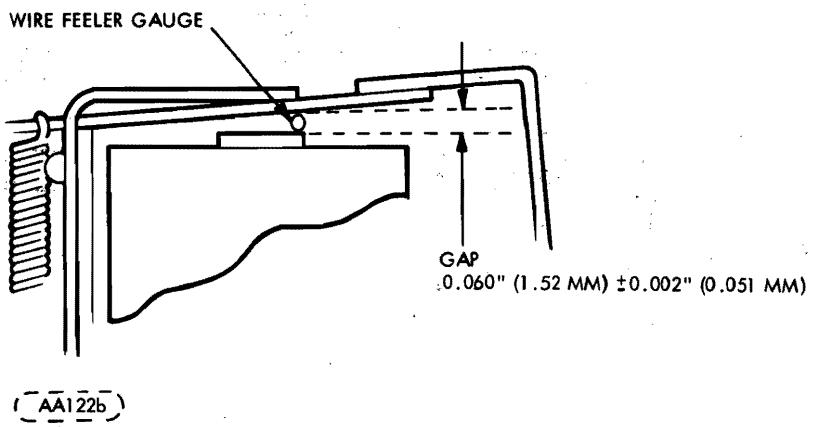

Figure 6-14. Solenoid Adjustment
c. Using a 0.060 inch (1.52mm) wire feeler gauge, insert the feeler gauge in the gap between the underside of the clapper and the coil core. (See Figure 6-14)